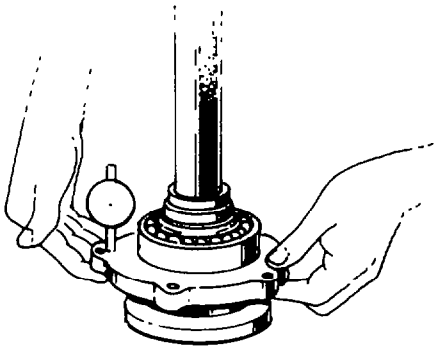

Fig. 243 — Measuring End Play — Front Drive Shaft
c. Check the bearing end-play by inserting the inner and outer bearing cones with the selective bearing spacer into the retainer. Place the retainer assembly in the press with a suitable tool seated against the bearing cone. Apply a load of 2273 kg (5000 lb) and with a dial indicator check that the end-play is within 0.178 – 0.254 mm (0.007 – 0.010 in.) (see fig. 243). If the end-play is not within these limits, use a thinner spacer to decrease or a thicker spacer to increase the end play.